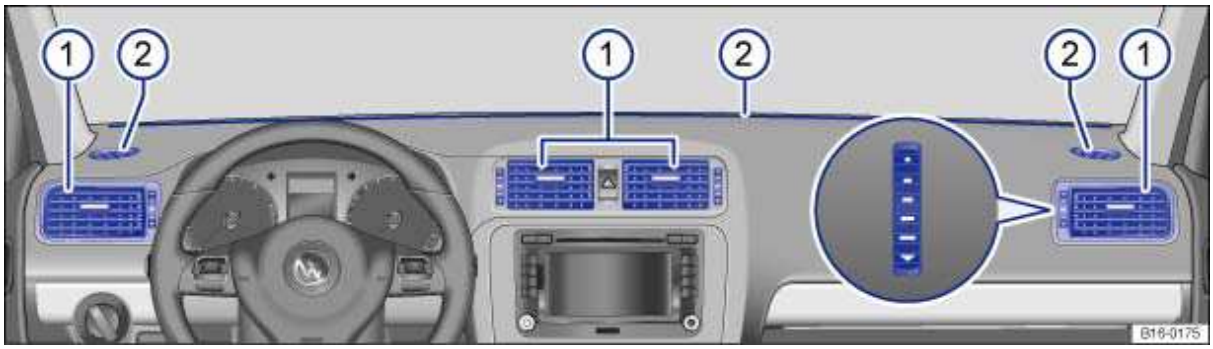

Fig. 126 In the instrument panel: Air vents.
To help ensure sufficient heating, cooling and ventilation in the passenger compartment, never close the air vents completely ⇒ fig. 126 (1).